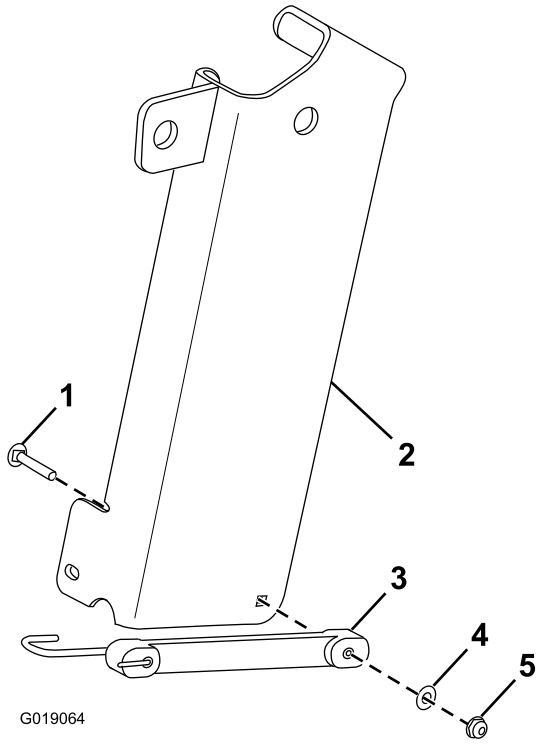

Figuur 1
1. Bevestig de verende kabel aan de opslagbeugel voor de krik met een slotbout, een platte ring en een zeskantige flensmoer (Figuur 1).